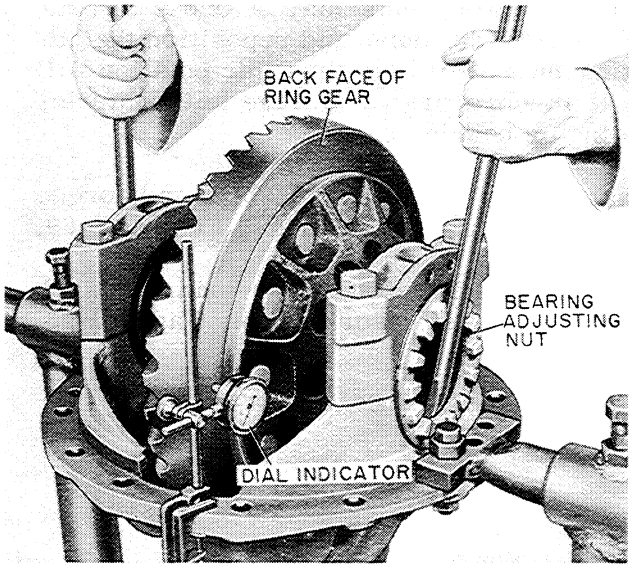

Figure T-70
1. Using a dial indicator at the backface of the gear, loosen the bearing adjusting nut on the backface side of the ring gear, only. This adjusting nut must be loosened sufficiently to notice end play on the indicator, Figure T-70.